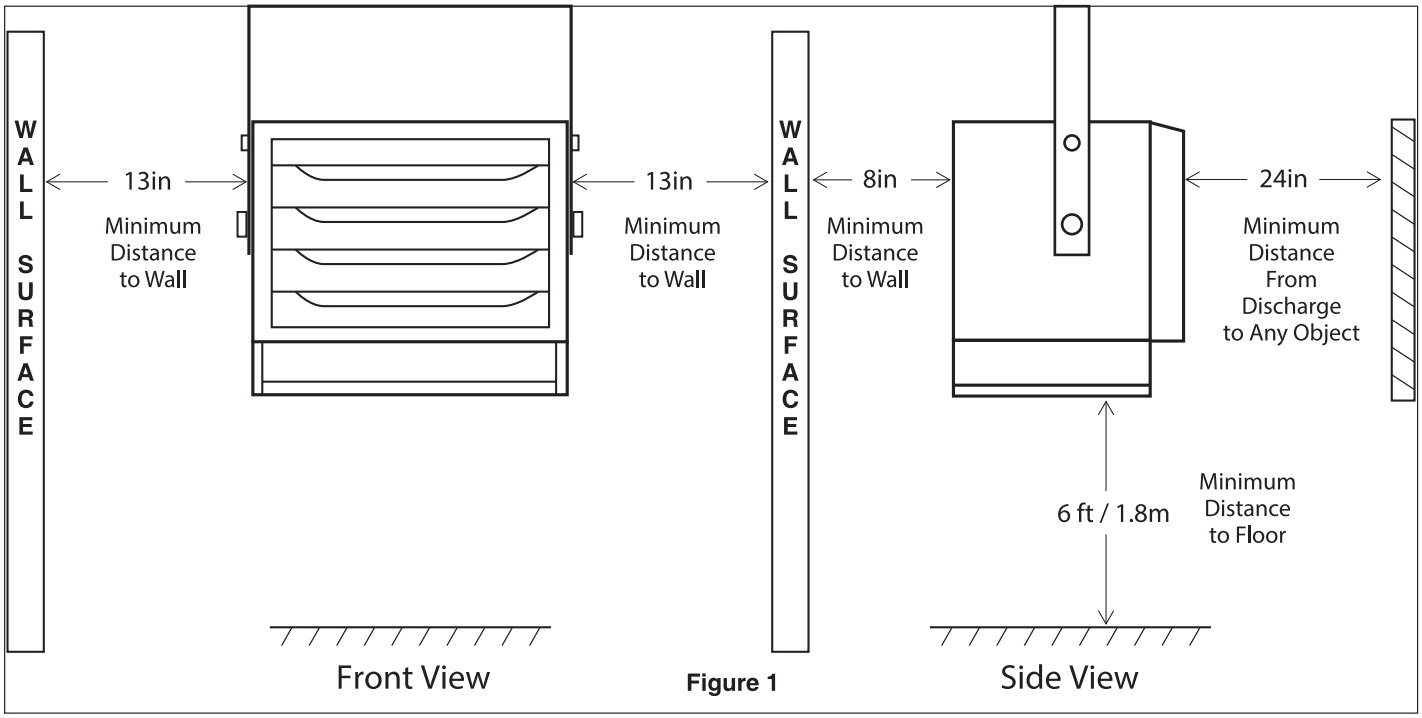

Figure 1
- Install heater out of traffic areas, maintaining the clearances stated in **Figure 1**. Ensure that the airflow is not restricted or obstructed by any items, and it should gently sweep exposed walls instead of blowing directly onto them.